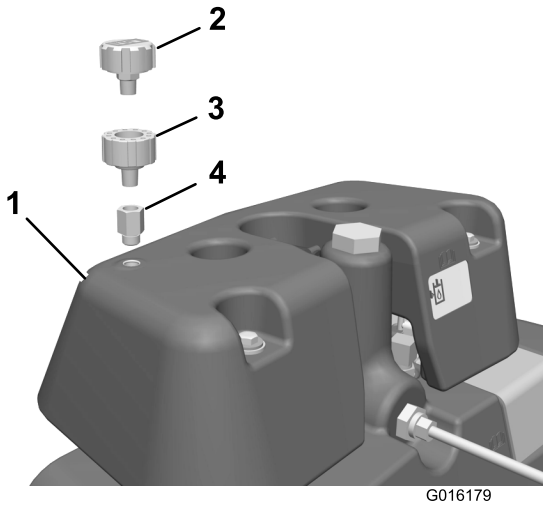

Figur 9
34. Monter hydraulisk kobling, ventilatoradapter og ventilator på lekkasjedetektortanken som vist i (Figur 9).